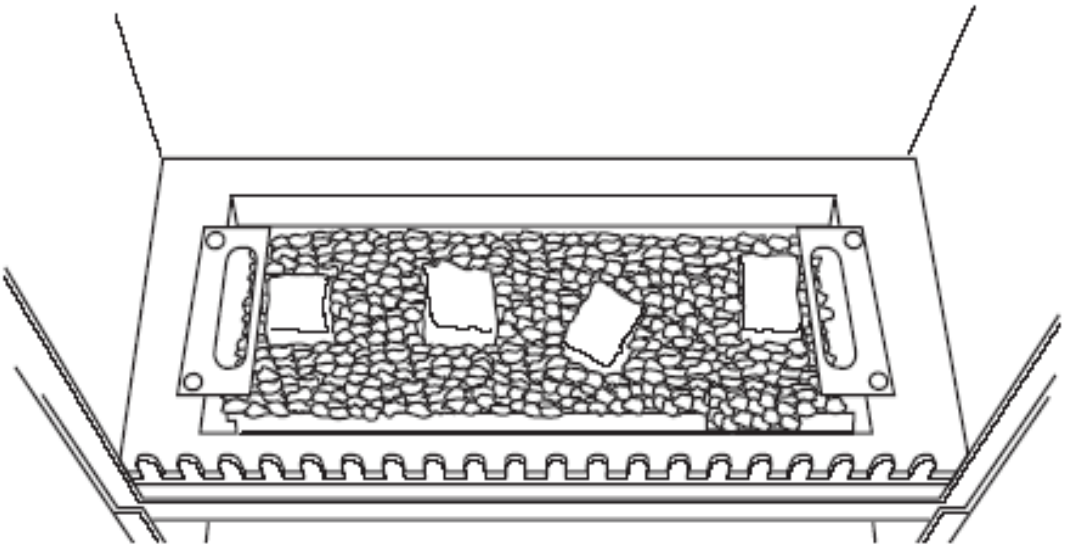

Рис. 12
- При использовании гибких шлангов подвода газа, камин должен быть закреплен против движения и зафиксирован к стене (рис. 12). Для этой цели используются резьбовые шпильки (в комплекте поставки), которые устанавливаются в отверстия в левой верхней части камина, если смотреть на камин спереди (см. рис. 9а, 9б). Фиксация камина производится после установки монтажных пластин с помощью двух гаек.